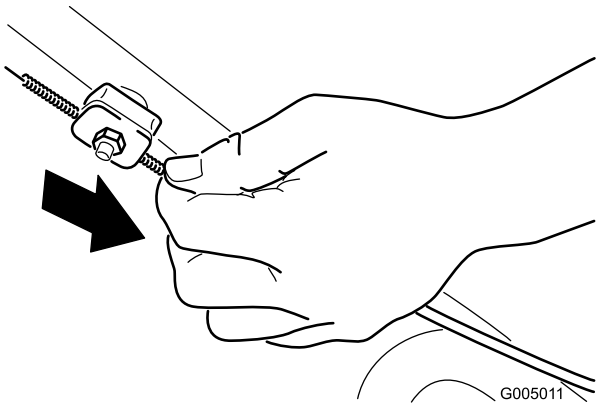

**Figuur 29**
2. Trek de kabelmantel omlaag (naar de maaimachine toe) om alle speling uit de kabel te halen (Figuur 29).